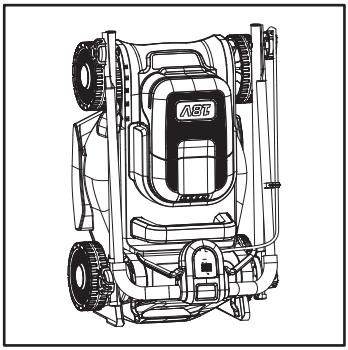

Fig. 26
10. Guarde o corta-relva numa posição plana ou na vertical (Fig. 26).